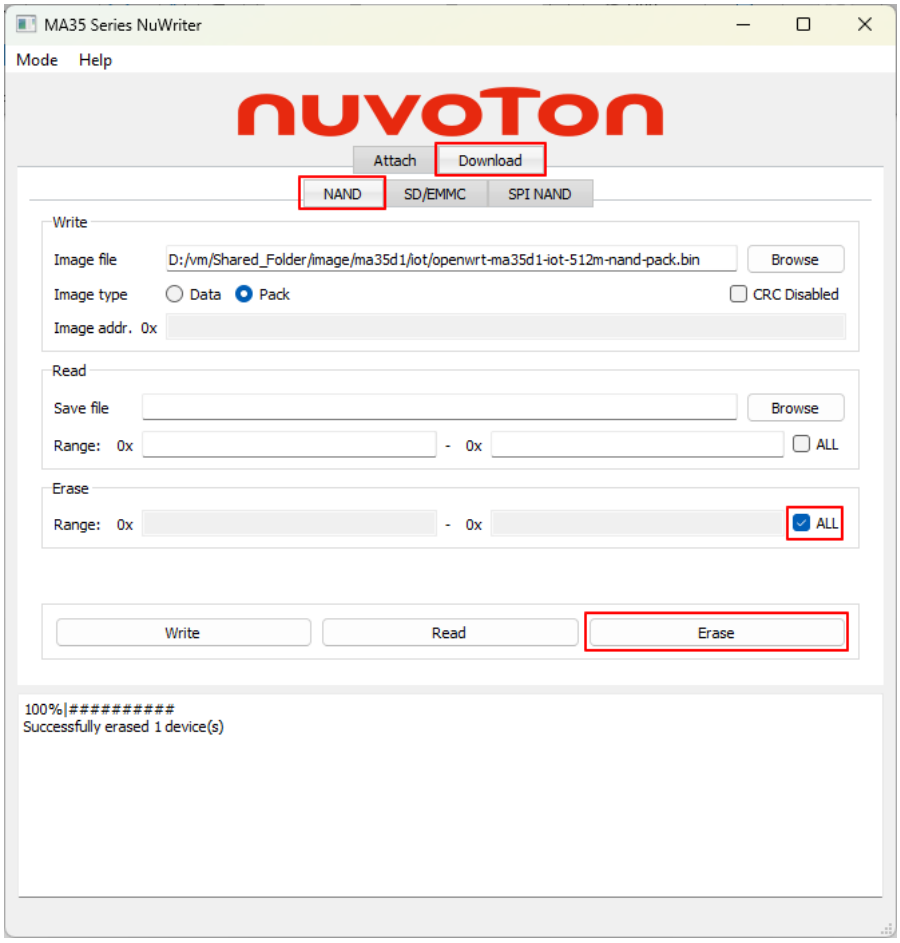

Figure 3-5 Use NuWriter to Erase MA35D1 IoT Board
2. **Erase Storage:** Select the “Download” tab and specify your target booting storage. Before programming NAND or SPINAND, you must erase the storage first (as shown in Figure 3-5)